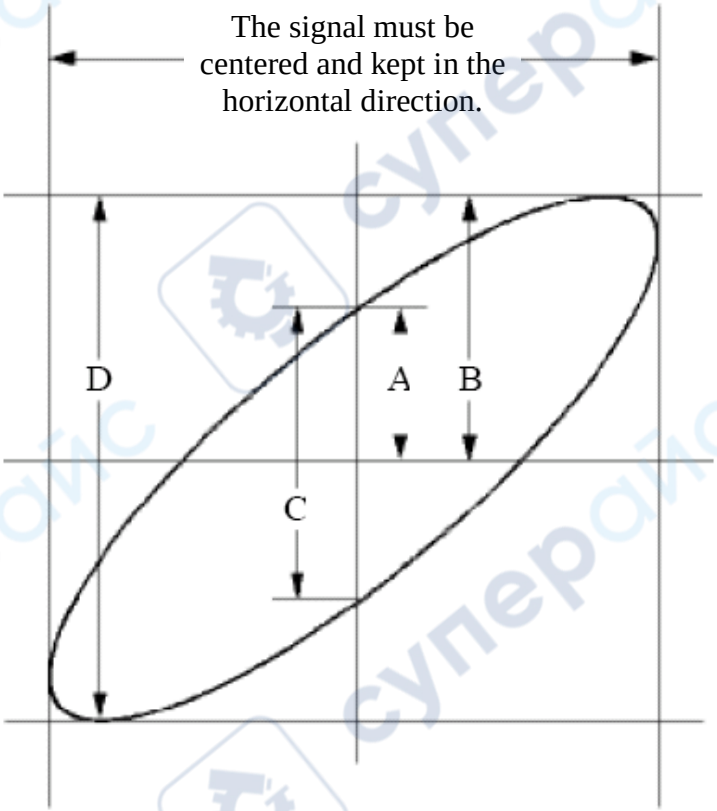

Figure 9-6 Lissajous Graph
(4) Push the **Autoset** button, with the oscilloscope turning on the signals of the two channels and displaying them in the screen.
(5) Push **CH1** button to select CH1, turn the **Vertical Scale** knob, and then push **CH2** button to select CH2, turn the **Vertical Scale** knob, making the amplitudes of two signals equal in the rough.
(6) Push the **Display** button and recall the Display menu.
(7) Select **XY Mode** in the bottom menu. Select **Enable** as **ON** in the right menu. The oscilloscope will display the input and terminal characteristics of the network in the Lissajous graph form.
(8) Turn the **Vertical Scale** and **Vertical Position** knobs, optimizing the waveform.
(9) With the elliptical oscillogram method adopted, observe and calculate the phase difference (see *Figure 9-6*).